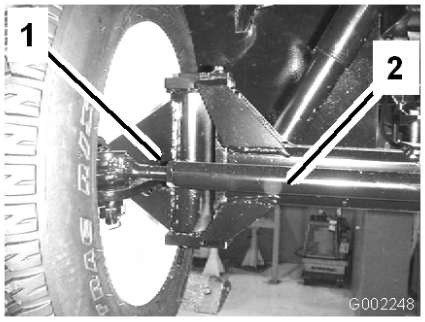

Figur 51
3. Hvis målingen ikke falder inden for de specificerede mål, skal kontramøtrikkerne løsnes i begge ender af forbindelsesstangen (Figur 51).